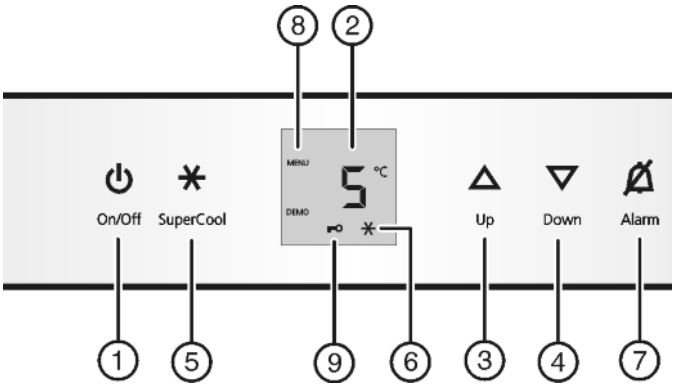

Fig. 2
▶ Appuyer sur la touche On/Off *Fig. 2 (1)*.
▶ Activer le mode de réglage : appuyer env. 5 sec. sur la touche SuperCool *Fig. 2 (5)*.
▷ Le symbole Menu *Fig. 2 (8)* est allumé.
▶ Pour confirmer, appuyer brièvement sur la touche SuperCool *Fig. 2 (5)*.
▶ appuyer brièvement sur la touche SuperCool *Fig. 2 (5)* pour activer la sécurité enfants.
▷ Le symbole Sécurité enfants *Fig. 2 (9)* est allumé. L'affichage c clignote.
▶ appuyer brièvement sur la touche SuperCool *Fig. 2 (5)* pour désactiver la sécurité enfants.
▷ Le symbole Sécurité enfants *Fig. 2 (9)* s'éteint. L'affichage c clignote.
▶ Désactiver le mode de réglage : appuyer sur la touche On/Off *Fig. 2 (1)*.
▶ Appuyer sur la touche Alarme *Fig. 2 (7)*.
- ▶ Augmenter la température : appuyer sur la touche de réglage Up *Fig. 2 (3)*.
- ▶ Diminuer la température : appuyer sur la touche de réglage Down *Fig. 2 (4)*.
- ▶ Appuyer brièvement sur la touche SuperCool *Fig. 2 (5)*.
- ▷ Le symbole SuperCool *Fig. 2 (6)* s'allume dans l'affichage.